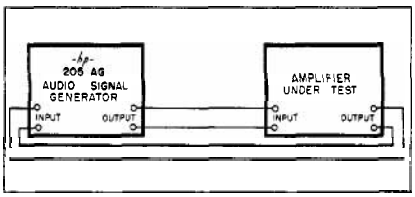

Figure 2. Typical test set-up.
-hp- 205AG includes an additional vacuum tube voltmeter to measure the output of the device under test. The instrument will determine complete gain and frequency response of an amplifier—no additional equipment is required. *(Figure 2.)*